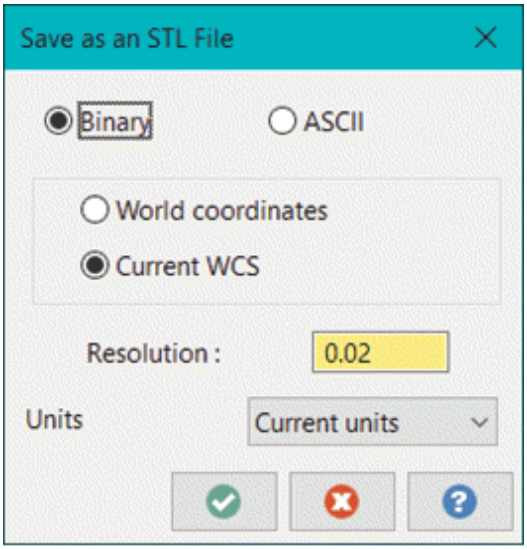

Figure-69. Save as an STL File dialog box
- Click on the **Options** button to define format of STL file. The **Save as an STL File** dialog box will be displayed; refer to Figure-69.